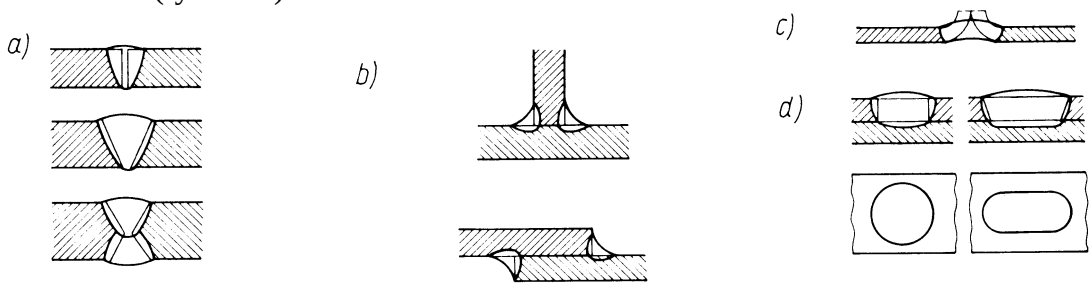

Rys. 14. Rodzaje spoin: a) czołowa, b) pachwinowa, c) brzeżna, d) otworowa [1].
- czołowe jedno- i dwustronne (rys. 14 a),
- pachwinowe (rys. 14 b),
- brzeżne (rys. 14 c),
- otworowe (rys. 14 d).